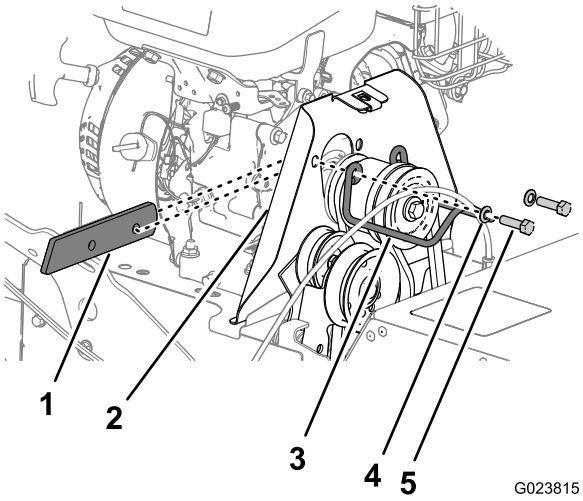

Bild 39
2. Entfernen Sie die zwei Schrauben und zwei Muttern, mit denen die Riemenführung an der Maschine befestigt ist; nehmen Sie dann die Riemenführung und das Distanzstück ab (Bild 39).
4. Fluchten Sie das Distanzstück zwischen dem Motor und der Riemenscheibe und die Löcher im Distanzstück, Motor und des Schutzbleches aus (Bild 39).
5. Befestigen Sie die Riemenscheibenführung mit den Schrauben und Scheiben, die Sie in Schritt 2 von Entfernen des Treibriemens der Kehrbürste (Seite 26) abgenommen haben, an der Maschine (Bild 39).